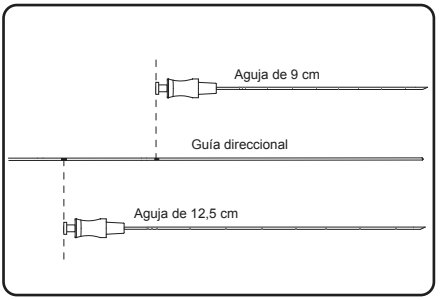

Figura 8. Inserte la guía direccional hasta que el marcador de profundidad adecuado esté alineado con el conector de la aguja para el agujero.
3. Inserte la guía direccional en la aguja para el agujero, alineando el marcador de profundidad adecuado de la guía direccional con la parte superior de la aguja para el agujero (**Figura 8**).